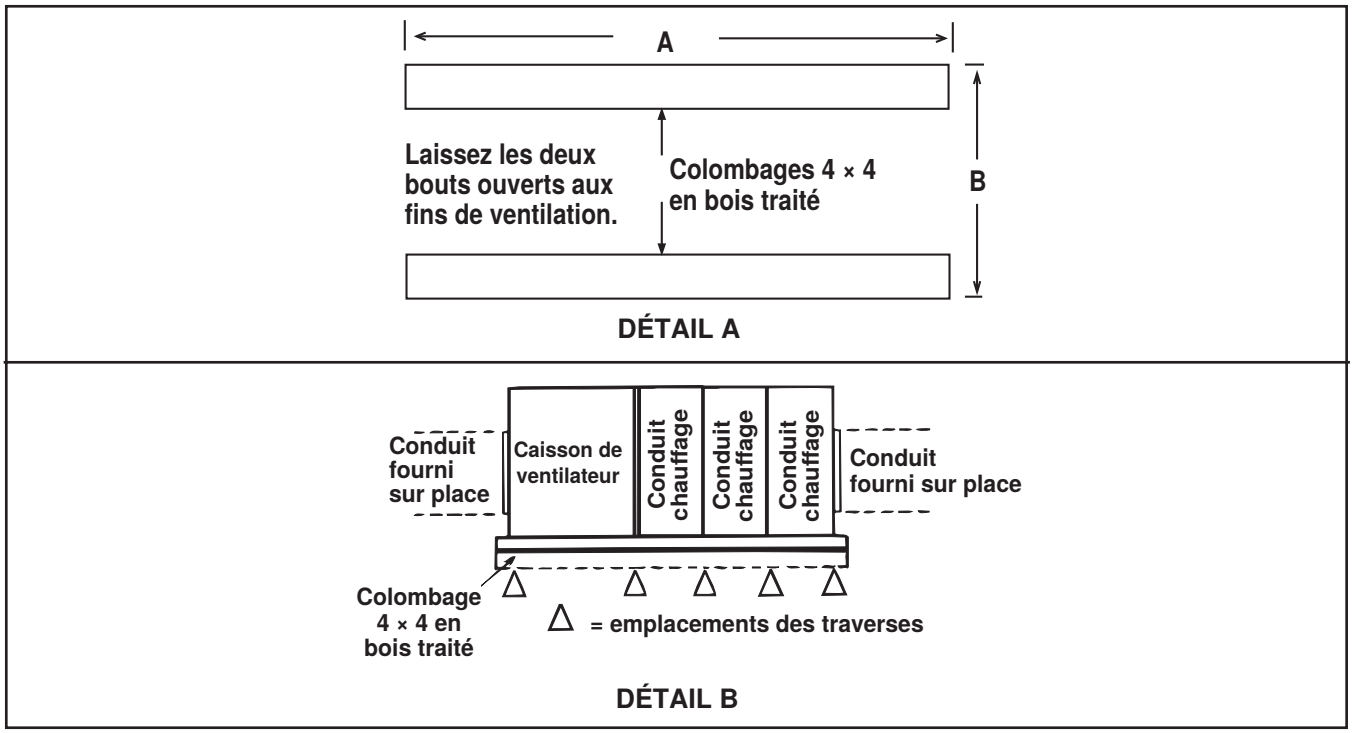

Figure 2. Assemblage de support fourni sur site (reportez-vous au Tableau 6)
- **La structure de supportage transversale à l'épreuve des intempéries, fournie sur place, doit être conçue pour supporter le poids du système. Les supports transversaux doivent faire toute la largeur du système, supportant les rails aux emplacements recommandés (voir Figure 2, DÉTAIL A).**
1. Coupez les rails en bois 4 × 4 traités pour une longueur conforme à la dimension A (voir **Figure 2**, DÉTAIL A).
2. Espacer les rails (voir dimension B, **Figure 2**, DÉTAIL A) de sorte que la jupe du couvercle d'adaptateur se monte sur le bord des madriers, les rails étant compris dans la longueur horizontale du couvercle d'adaptateur. Si les rails sont posés directement sur le toit, les positionner tel qu'illustré par la **Figure 2**, DÉTAIL A).
3. Dans le cas où les rails en bois traité ne sont pas placés directement sur la surface du toit, des supports transversaux doivent être installés sous les rails, aux extrémités de l'unité, et au niveau des joints du caisson (voir **Figure 2**, DÉTAIL B).